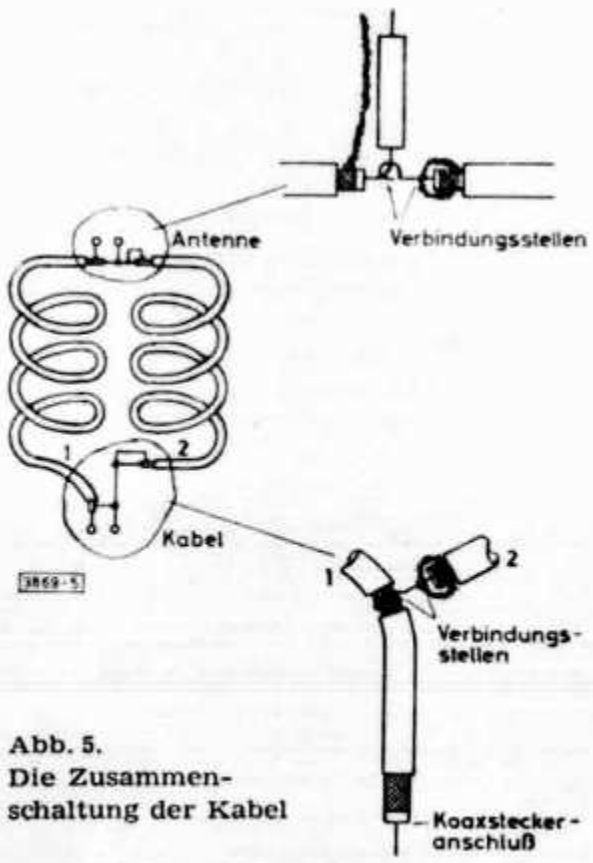

Abb. 5.
Nach der Verbindung der beiden Kabelstücke auf der Antennenseite wird die Lötstelle zunächst mehrmals mit einem selbstklebenden Kunststoffband umwickelt und erforderlichenfalls mit einer Dichtungsmasse wasserdicht verschlossen. Danach wickelt man zunächst die Spule 2 über ein Rohr o. ä. und legt nach 3½ Windungen die Spule so mit Bindfäden oder Klebebändern fest, daß sie nach dem Abziehen von dem Wickelkörper ihre Form behält. Der Durchmesser des Wickelkörpers sollte ca. 10 bis 12 cm betragen. Das mit der fertigen Spule verlötete Kabelstück wird dann gegensinnig in die Spule (2) gewickelt und nach 3½ Windungen ebenfalls festgelegt. Werden beide Spulen gemeinsam mit dem selbstklebenden Kunststoffband umwickelt, ergibt sich eine kompakte, mechanisch stabile Form, die auch der Beanspruchung der noch erforderlichen Arbeiten standhält. Die der zuerst gefertigten Lötstelle gegenüberliegenden Kabelenden sind gemäß **Abb. 5** zu verbinden und wasserdicht zu verschließen. Das kabelseitige Ende des Symmetriergliedes braucht dann nur noch mit einem Koaxialstecker versehen zu werden. Auch die Verbindungsstellen zwischen Antenne—Balun und Balun—Speisekabel gut abzudichten, ist selbstverständlich.